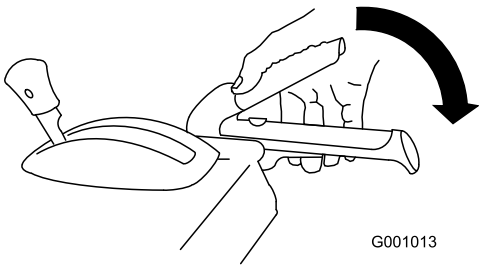

Figur 28
2. Indkobl snegle/rotorhåndtaget, og hold det på plads (Figur 28).